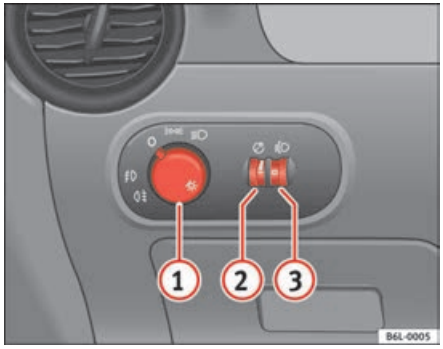

Fig. 57 Detail of the instrument panel: light controls, fog light and rear fog light control
– Turn the light switch ⇒ fig. 57 to position .